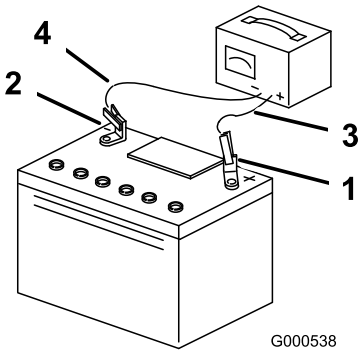

Figura 47
3. Quando a bateria estiver totalmente carregada, desligue o carregador da tomada elétrica e em seguida desligue os cabos do carregador dos bornes da bateria (Figura 47).